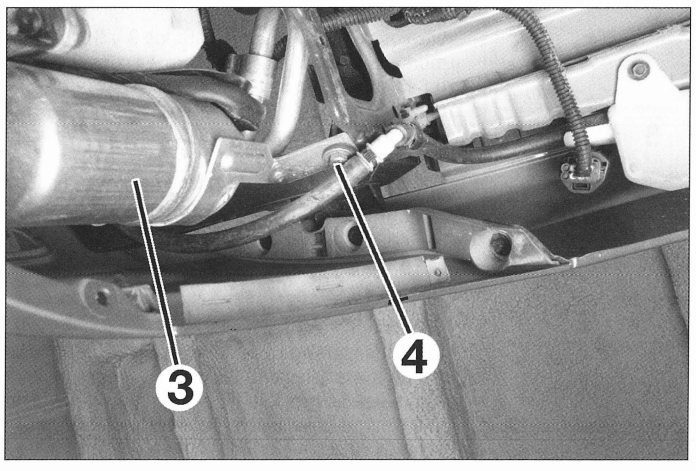

FIG. 20
- el tornillo de fijación (4) **(fig. 20)** en el paso de rueda derecho.